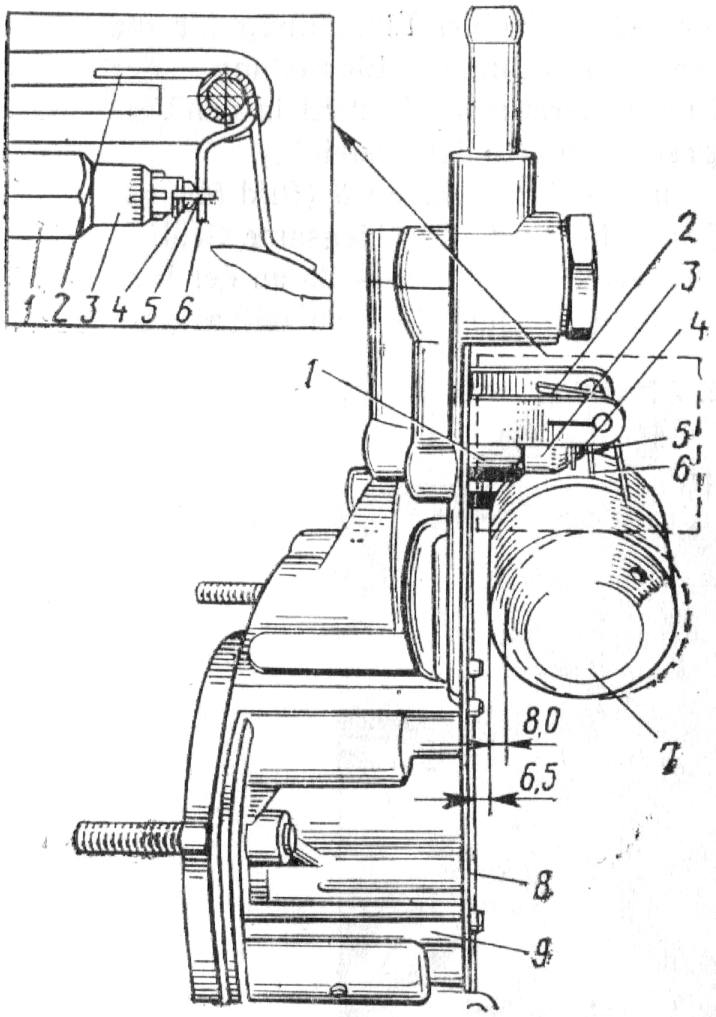

Bild 55. Regulieren des Kraftstoffstandes in der Schwimmerkammer der Vergaser ДААЗ-2141 und ДААЗ-21412:
1. Vergaserdeckel *9* (Bild 55) abnehmen und sich davon überzeugen, daß der Schwimmer *7* keine Einbeulungen und Löcher hat, frei auf der Achse pendelt und seine Masse zusammen mit der Masse des Hebels (12+1) g beträgt.